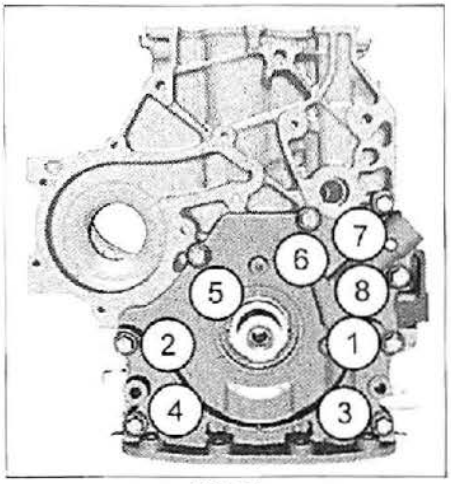

FIG. 20
• Apretar los ocho tornillos de fijación de la bomba al par prescrito y en el orden indicado **(fig. 20).**